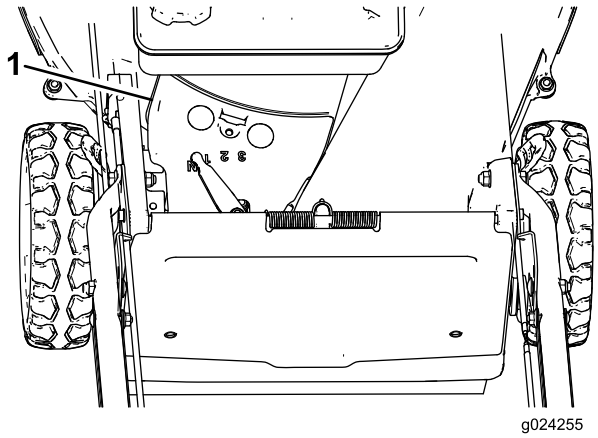

**Rysunek 31**
3. Zdejmij osłonę paska (Rysunek 31) z obudowy kosiarki.